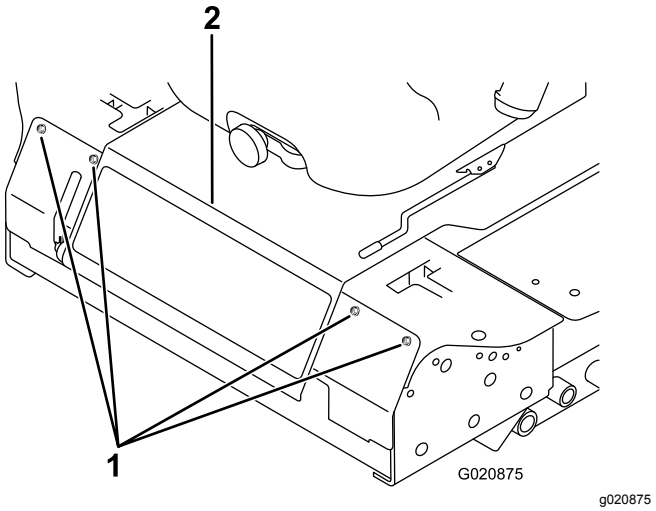

**図 49**
3. 前パネルを止めているボルトを外して前パネルを外す(図 49)。